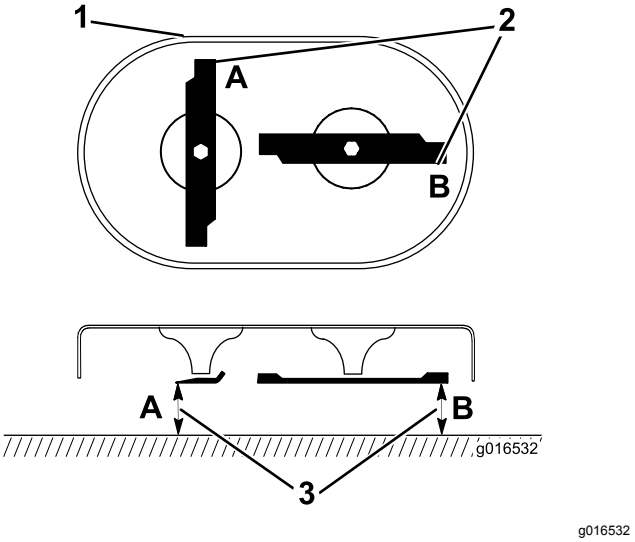

Figur 43
1. Rotera knivarna till det läge som visas i Figur 43.
2. Mät från en plan yta till eggarna vid punkt **A** och **B** (Figur 43) och anteckna bägge måtten.
3. Vrid knivarna så att deras motsatta ändar befinner sig vid punkt **A** och **B** (Figur 43).